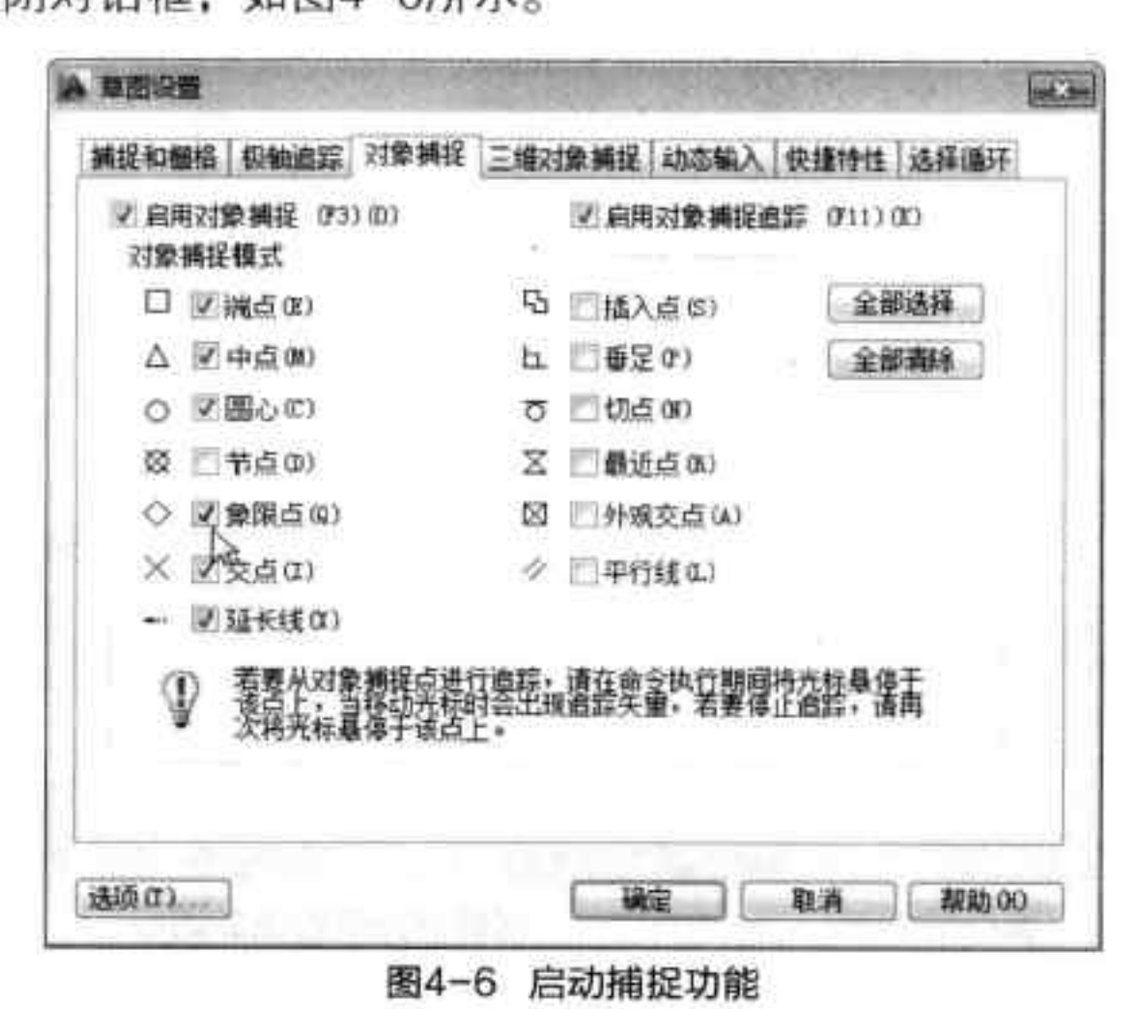

图4-6 启动捕捉功能
Step 02 右击“对象捕捉”按钮，在快捷菜单中选择“设置”选项，打开“草图设置”对话框，勾选“圆心”和“象限点”复选框，单击“确定”按钮关闭对话框，如图4-6所示。